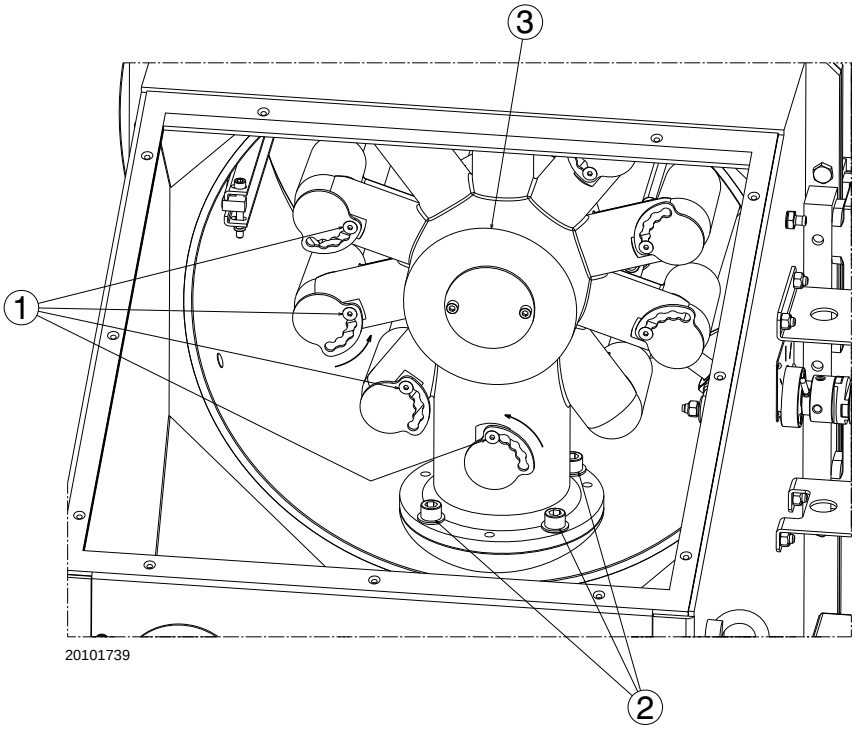

Fig. 23
- unscrew the screws 1)(Fig. 23) that fix the gas pipes to the head;
- fully turn the eight pipes clockwise, as shown in Fig. 23, then lock them in place again;